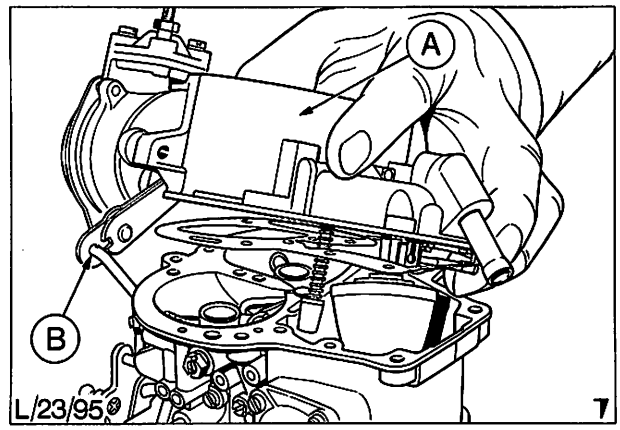

Abb. 81 Abnehmen des Vergaserdeckels
2. Schrauben (5) entfernen, Verbindungsstange aushängen und Vergaserdeckel abheben, Abb. 81.